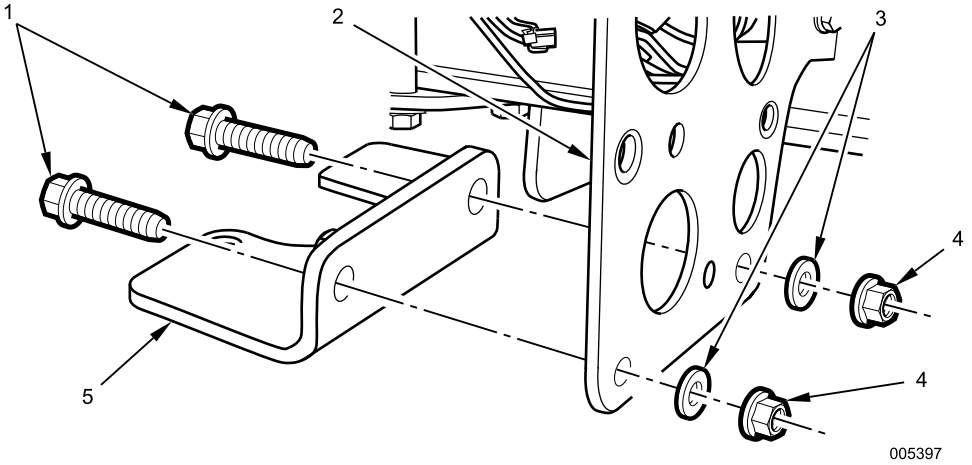

Figure 11. Air Dryer Lower Mounting Bracket.
12. Apply corrosion preventive compound to nuts (Figure 11, Item 4) and bolts.
13. Install air dryer lower mounting bracket (Figure 11, Item 5) on air dryer bracket (Figure 11, Item 2) with two nuts (Figure 11, Item 4), flat washers (Figure 11, Item 3), and bolts (Figure 11, Item 1) and torque to 25 lb-ft (34 N•m).